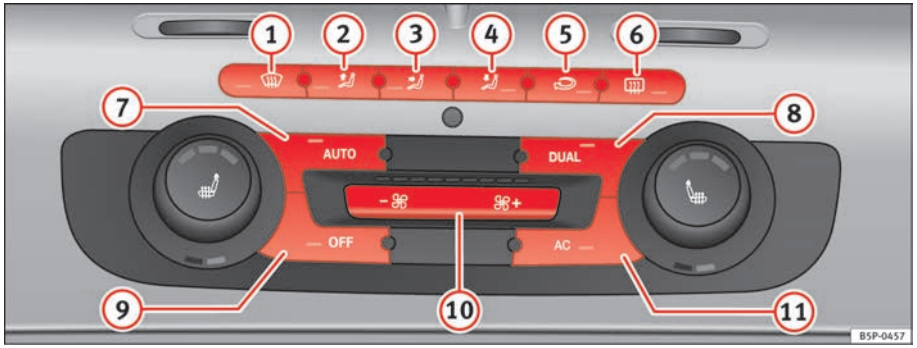

Fig. 134 On the instrument panel: 2C Climatronic controls.
– To enter manual mode, press one of the buttons ⇒ fig. 134 (1) to (5) or press the air flow control (10). The selected function is shown on the radio or navigator display.
– Press the button ⟲ ⇒ page 160, fig. 134 (2) to switch air recirculation mode on or off. It is switched on if the following symbol appears in the display ⟲.